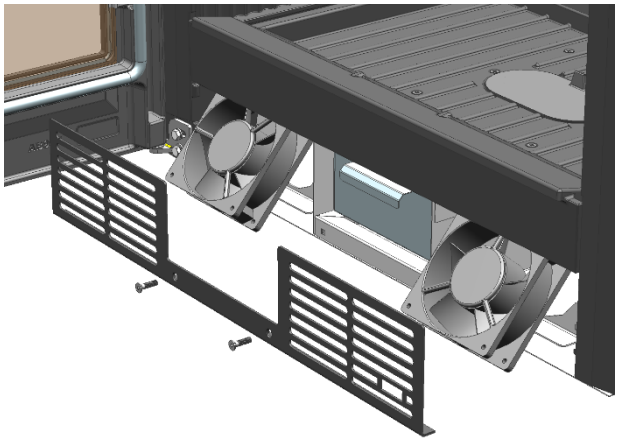

FIG. 7
3. Sacarlos inclinados por la boca del frente. (Fig. 7)